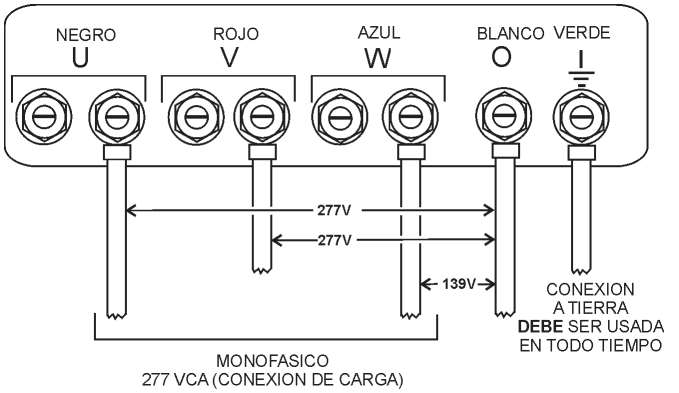

**Figura 28. Contactos de las terminales UVWO conexiones 1Ø-277V**
2. Conecte los cables de carga a las terminales UVWO como se muestra en la Figura 28.